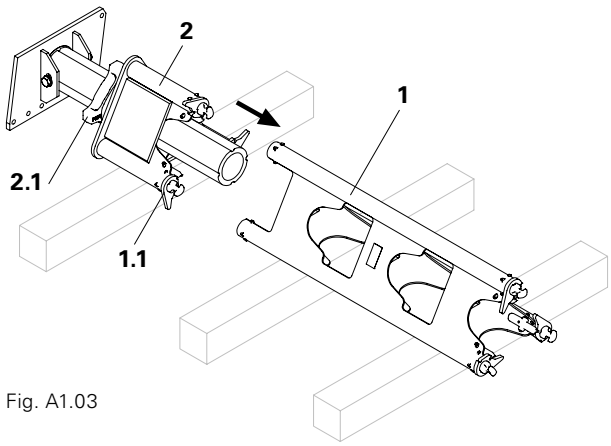

Fig. A1.03
1. Assemble Head Spindle (2) with chord couplings (1.1) to prop segment (1). (Fig. A1.03)